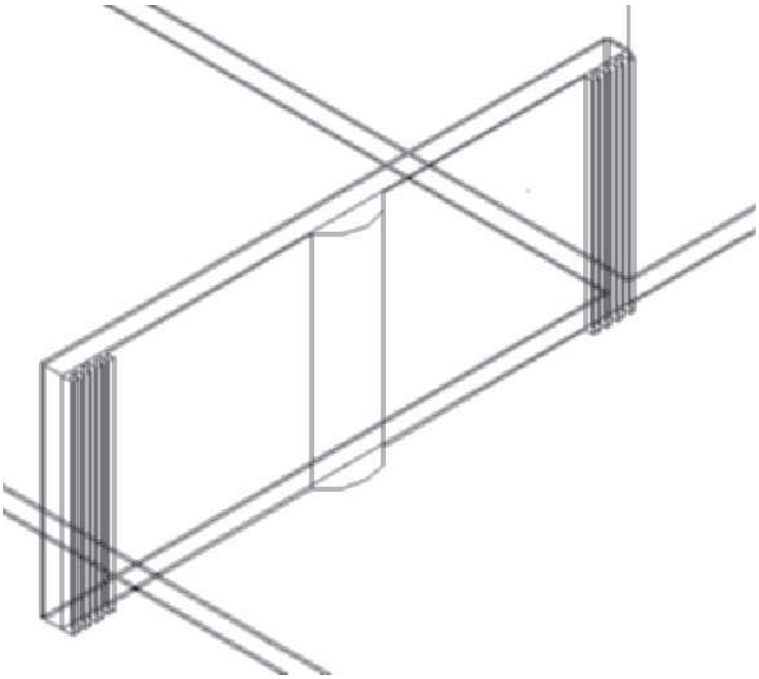

FIGURE 3.88 *Wall modifiers created for wall*
20. Select View, **NE Isometric** from the **View Cube** to view the wall modifiers as shown in Figure 3.88.